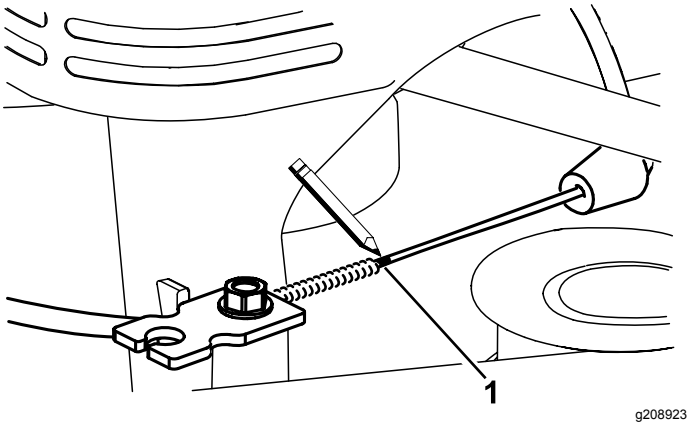
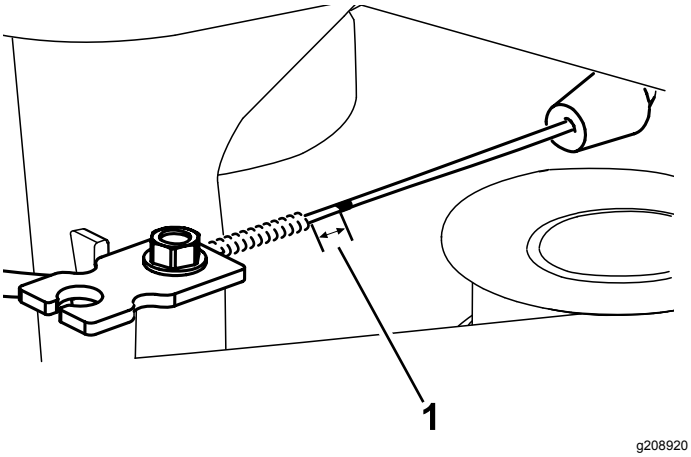

Figuur 47
Figuur 48
7. Breng een markering aan op de remkabel (Figuur 47) en stel vervolgens de huls zo af dat een speling ontstaat van ongeveer 3 mm (Figuur 48).